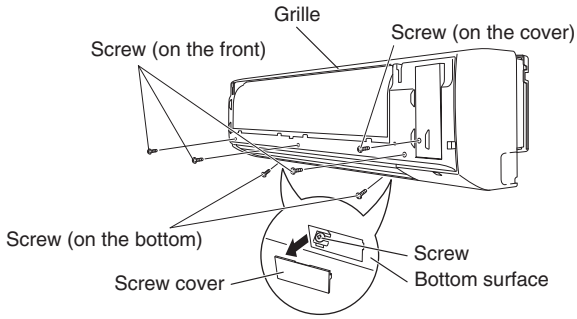

Fig. 3-13
(3) Remove the 3 screws from the front of the unit and remove the screw covers on the bottom surface. Then remove the 2 screws. (Fig. 3-13)
(4) Remove the screw on the right side cover plate and remove the cover. (Fig. 3-13)